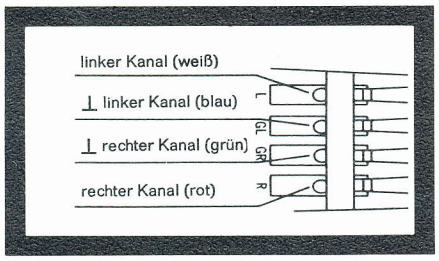

Fig. 17
4. Die Anschlüsse am Systemträger sind gekennzeichnet, die Anschlußlitzen sind farbig (Fig. 17). Verbinden Sie die Anschlußlitzen des Systemträgers mit den entsprechenden Anschlußstiften des Tonabnehmersystems.